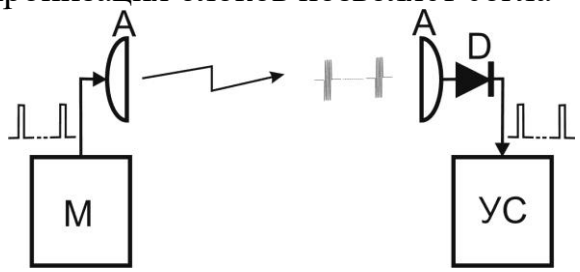
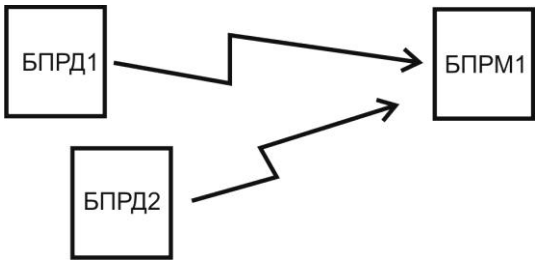

Рис. 6.8
Рис. 6.9
6.3.4.1 На тыльной стенке кожуха БПРД имеется окно встроенного светодиода 3 для визуального контроля работы, для чего к фирменному значку 2 на тыльной стенке БПРД необходимо приложить и удерживать во время контроля магнит 1 (см. рис.6.8). В случае нормальной работы БПРД, светодиод методично мигает с периодом около 1 сек. На шасси БУПР расположены три синих индикатора «0» (нулевой разряд сигнала), «1» (первый разряд), «2» (второй разряд) и двухцветный (синий/красный) «3» (3с/3к), регулятор чувствительности извещателя «Рег» и переключатель «Реж». Вблизи индикатора «3» находится окно **инфракрасного датчика** положения крышки (открыта – закрыта). Извещатель формирует сигнал ТРЕВОГА размыканием выходного реле при открывании защитной крышки.
6.3.6.2 Антенна А БПРД, под управлением модулятора М, излучает в направлении антенны АБПРМ радиоимпульсы (см. рис. 6.8). Радиоимпульсы с выхода антенны А (БПРМ) поступают на детектор D, с выхода которого – на узел синхронизации УС. УС определяет их положение во времени и пропускает в узкие «временные ворота» для обработки и принятия решений. Идентификация «собственного» БПРД1 (рис.6.9) при «засветке чужим», рядом установленным, БПРД2 достигается выбором разных частотных литер БПРД1 и БПРД2, см п. 6.3.4.3.